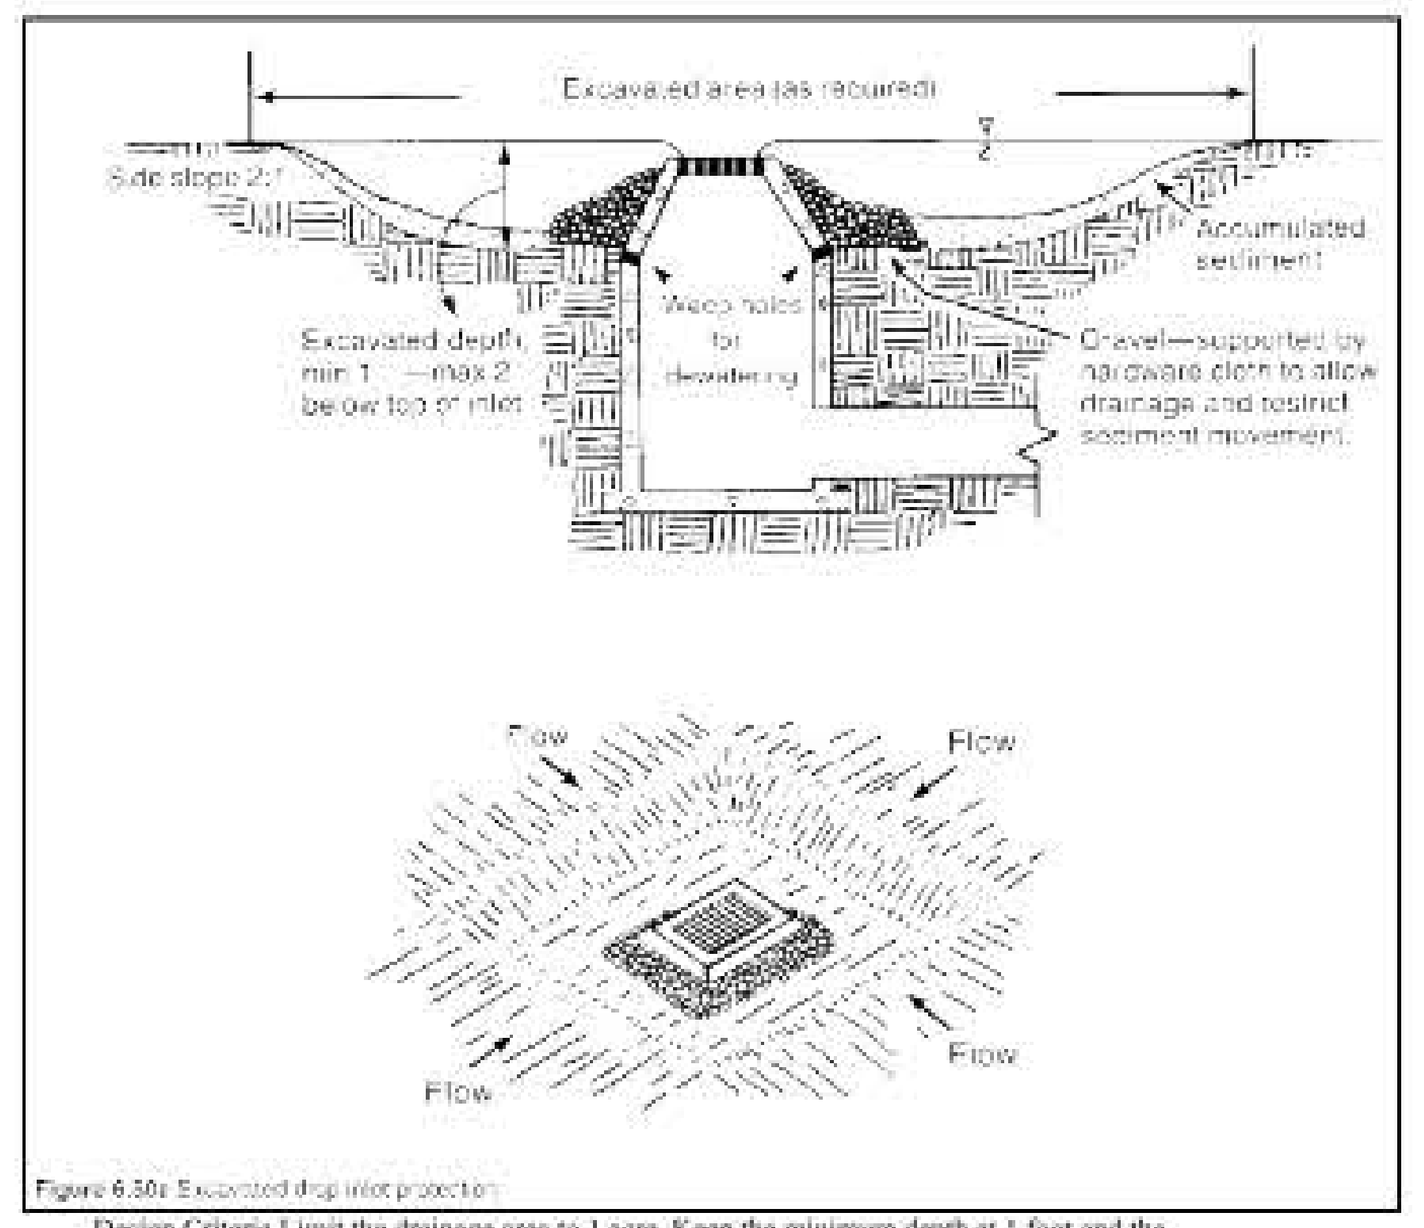

Figure 6.50a Excavated drop inlet protection
**Conditions Where Practice Applies** Where storm drain drop inlets are to be made operational before permanent stabilization of the disturbed drainage area. This method of inlet protection is applicable where relatively heavy flows are expected, and overflow capability is needed (Figure 6.50a). Frequent maintenance is required and temporary flooding in the excavated area will occur. This practice can be used in combination with other temporary inlet protection devices such as Practice *6.51, Hardware Cloth, and Gravel Inlet Protection and Practice 6.52, Block and Gravel Inlet Protection.*